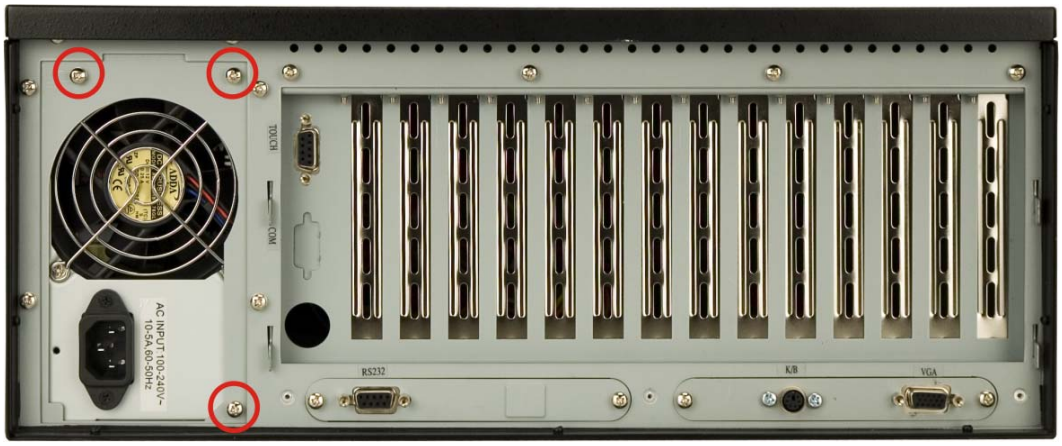

Figure 5-1: PSU External Retention Screws
Step 5: Remove the three external retention screws that secure the PSU assembly to the rear panel of the workstation (**Figure 5-1**).